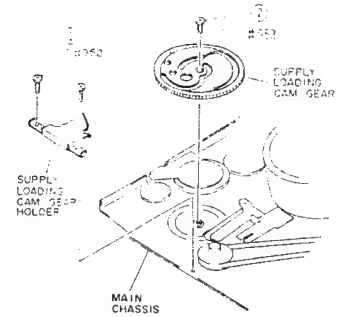

Fig. 2-68
1) Remove two (2) screws holding the supply loading cam gear holder. (See Fig. 2-68)
2) Remove one (1) screw holding the supply loading cam gear.